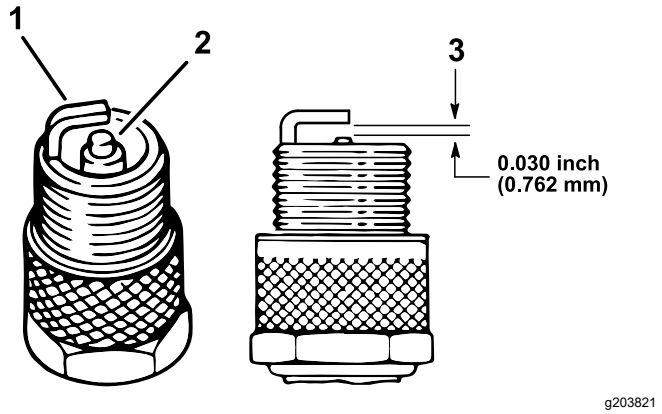

Figur 38
4. Kontroller sideelektrodens, midterelektrodens og midterelektrodens isolators tilstand for at sikre, at disse ikke er beskadiget (Figur 38).
5. Indstil gnistgabet mellem midten og siden af elektroderne til 0,762 mm som vist i Figur 38.